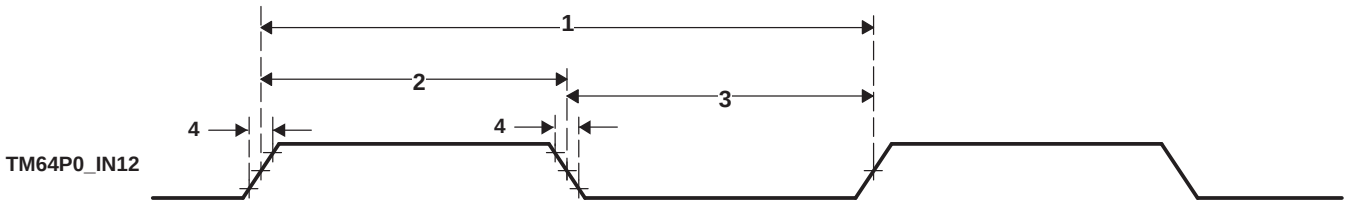

Figure 6-80. Timer Timing
Table 6-130. Timing Requirements for Timer Input[(1) (2)] (see Figure 6-80)